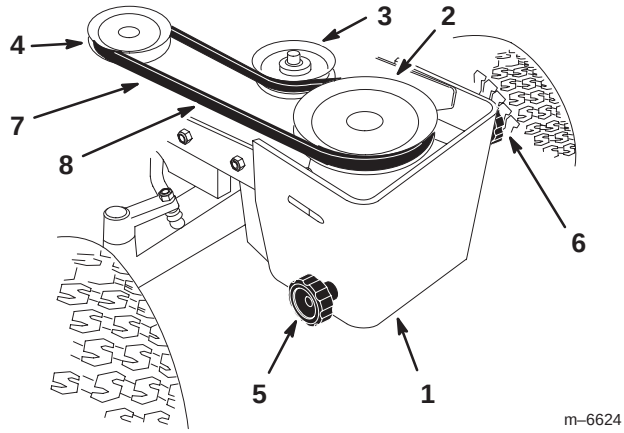

Figure 13
1. Install the PTO belt onto the clutch pulley (Fig. 13).
2. Install the PTO belt onto the upper pulley and upper idler pulley in the pulley box (Fig. 13).
3. Turn the left (upper) knob on the front pulley box to tighten the PTO drive belt (Fig. 13). There needs to be a 1/2 inch (13 mm) deflection in the belt.
4. Turn the right (lower) knob on the front pulley box to tighten the mower drive belt (Fig. 13). There needs to be a 1/2 inch (13 mm) deflection in the belt.
1. Turn the right (lower) knob on the front pulley box to loosen the mower drive belt (Fig. 13).
6. Turn the right (lower) knob on the front pulley box to adjust the mower drive belt (Fig. 13). There needs to be a 1/2 inch (13 mm) deflection in the belt.